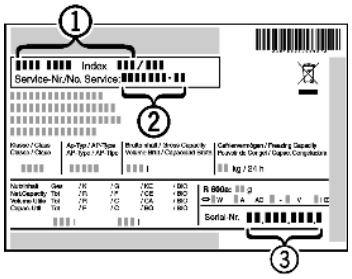

Fig. 15
- ▶ Наименование устройства *Fig. 15 (1)*, сервисный № *Fig. 15 (2)* и серийный № *Fig. 15 (3)* считайте с заводской таблички. Заводская табличка находится внутри устройства слева.
- ▶ Обратитесь в сервисную службу и сообщите вид неисправности, наименование устройства *Fig. 15 (1)*, сервисный № *Fig. 15 (2)* и серийный № *Fig. 15 (3)*.